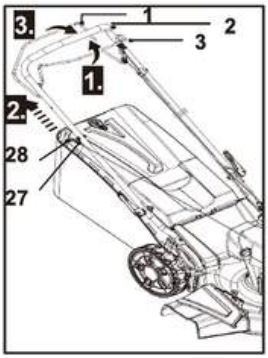

rys. 22
1. Upewnij się, że dźwignia zaworu paliwa jest w pozycji ON (rys. 22).
2. Stań za górnym uchwytem (2).
3. Pociągnij dźwignię hamulca (3) i przytrzymaj ją przy górnym uchwycie (2) (rys. 22, krok 1).
4. Oprzyj uchwyt rozrusznika ręcznego (28) o hak (27) znajdujący się po prawej stronie górnego uchwytu (2).
5. Pociągnij lekko uchwyt rozrusznika (28), aż poczujesz opór, a następnie pociągnij go szybko. Powtarzaj, aż silnik się uruchomi (rys. 22, krok 2).
6. Gdy jesteś gotowy do koszenia, naciśnij dźwignię napędu własnego (1) do przodu i przytrzymaj ją przy górnym uchwycie (2) (rys. 22, krok 3). Urządzenie zacznie poruszać się do przodu i rozpocznie koszenie.